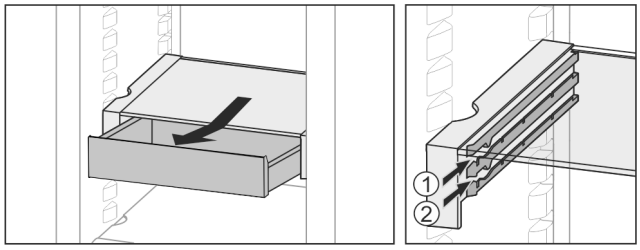

Fig. 27
▶ In beliebiger Höhe *Fig. 27 (1)* oder *Fig. 27 (2)* einschieben.